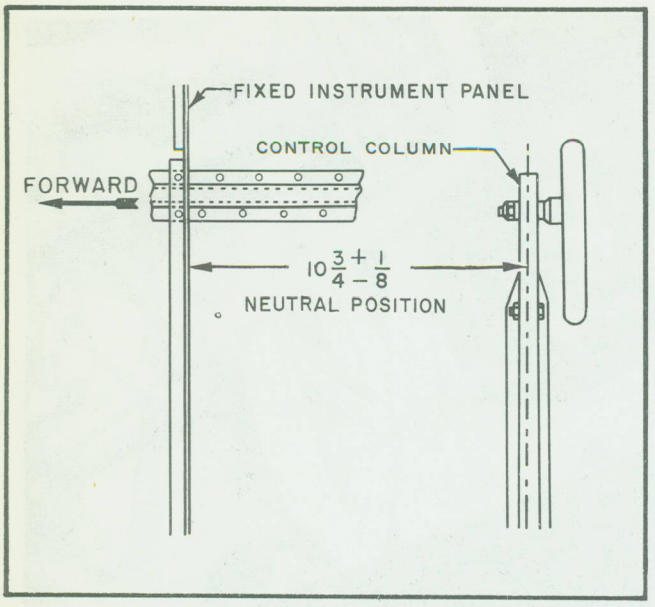

Figure 2-38 Control Column Neutral Setting
(1) Provide means to hold the elevator in neutral position.
(2) Adjust cable turnbuckles until both cables have 120 plus or minus 10 pounds tension. With both cables at the proper tension, check control column position in pilot's compartment. Control column position should be 10-5/8 to 10-7/8-inches from the instrument panel stationary mounting (Figure 2-38).